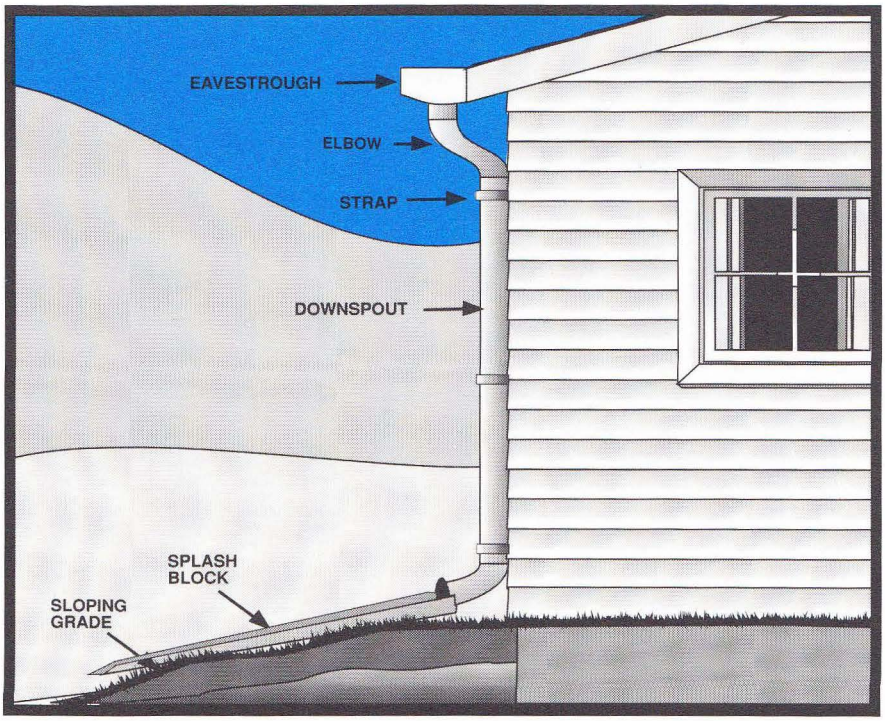

**FIGURE 33**
- A concrete ground *gutter*, or splash block, can also carry water away from the point of discharge to prevent water pooling and the deterioration of *grade* below that point. Splash blocks are sloped away from the house, with their edges flush with *grade*. (See Figure 33).